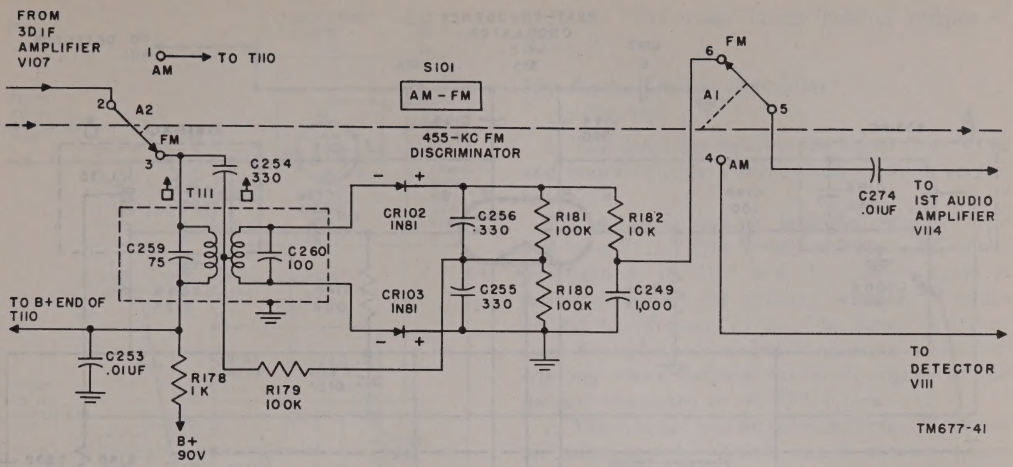

Figure 41. Radio Receiver R-395/PRD-1, functional diagram of 455-kc fm discriminator circuit.
c. For 455-kc fm operation, the if. path is similar to that described in *b* above except that transformers T105, T107, and T109 provide the interstage coupling. The fm output of V107 is transformer-coupled through T111 (fig. 41) to the 455-kc fm discriminator circuit.
(fig. 41)